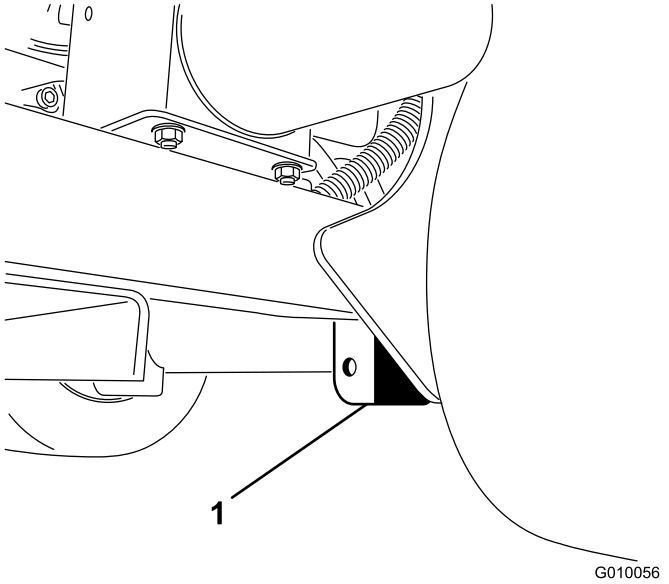

Figuur 42
2. Plaats de krik stevig onder het frameplaat net aan de binnenkant van het achterwiel (Figuur 42).